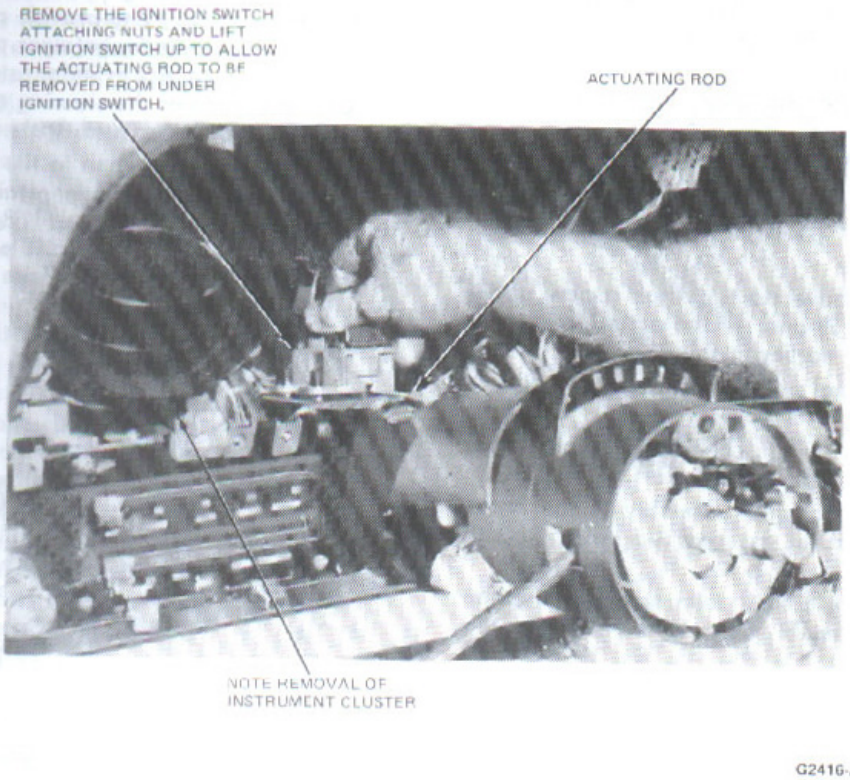

FIG. 10 Removing Ignition Switch
5. Remove the ignition switch and pin it in the "Lock" position as described in this Part (Fig. 10).